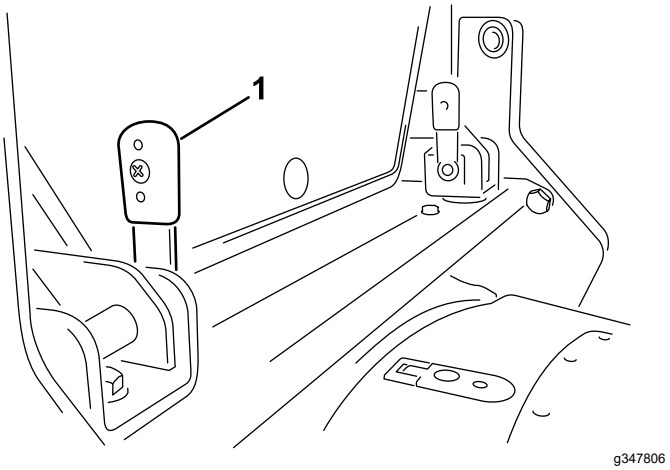

Bild 24
3. Richten Sie die Löcher im Flansch des Kabinenrahmens und die Löcher in der Querträgerhalterung aus (Bild 24).
4. Stecken Sie die beiden Verriegelungsstifte (Bild 24) durch die Löcher in den Flanschen des Kabinenrahmens und der Querträgerhalterungen.